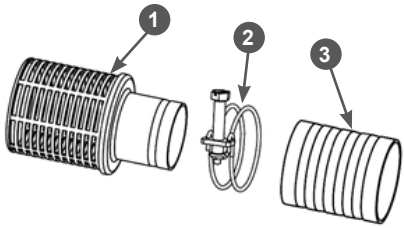

Рис. 14 Установка всасывающего фильтра
2. Наденьте до упора всасывающий рукав 3 на патрубок всасывающего фильтра 1 и затяните его хомутом 2 (Рис. 14).